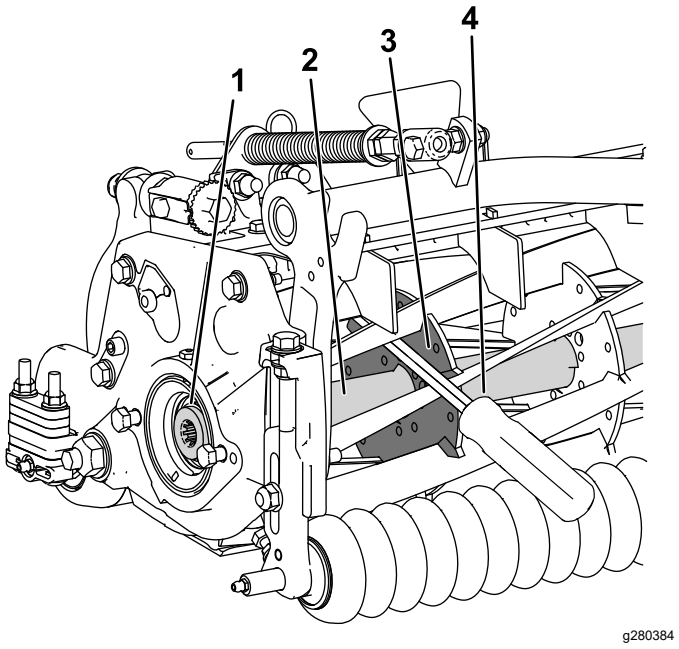

Figure 29
1. Insert a long-handled pry bar (recommended 3/8 x 12 inches with a screwdriver handle) through the front of the cutting reel, closest to the side of the cutting unit that you will be torquing (Figure 29).
2. Place the pry bar against the weld side of the internal cutting reel reinforcement (Figure 29).